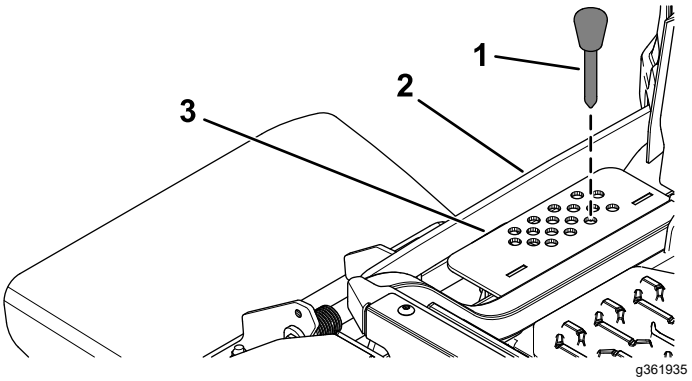

Figure 31
2. Placez l'axe de chape dans le trou du support correspondant à la hauteur de coupe voulue (Figure 31).
3. Appuyez sur le bas de l'interrupteur de commande du plateau jusqu'à ce la tringlerie de hauteur touche légèrement la goupille de hauteur de coupe (Figure 31).